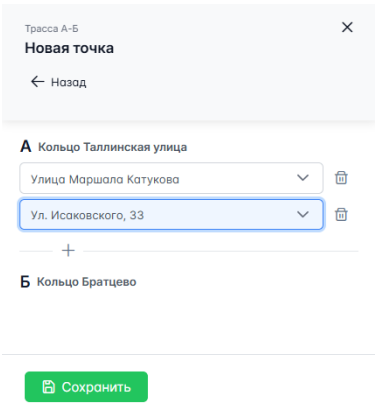

Рисунок 47 – Создание нескольких точек
9.4. Выбрать остановку, через которую необходимо проложить маршрут. Можно добавить любое количество промежуточных точек маршрута, выполнив описанные выше действия. Любую добавленную точку можно удалить, нажав на 🗑 справа от неё (рисунок 47).